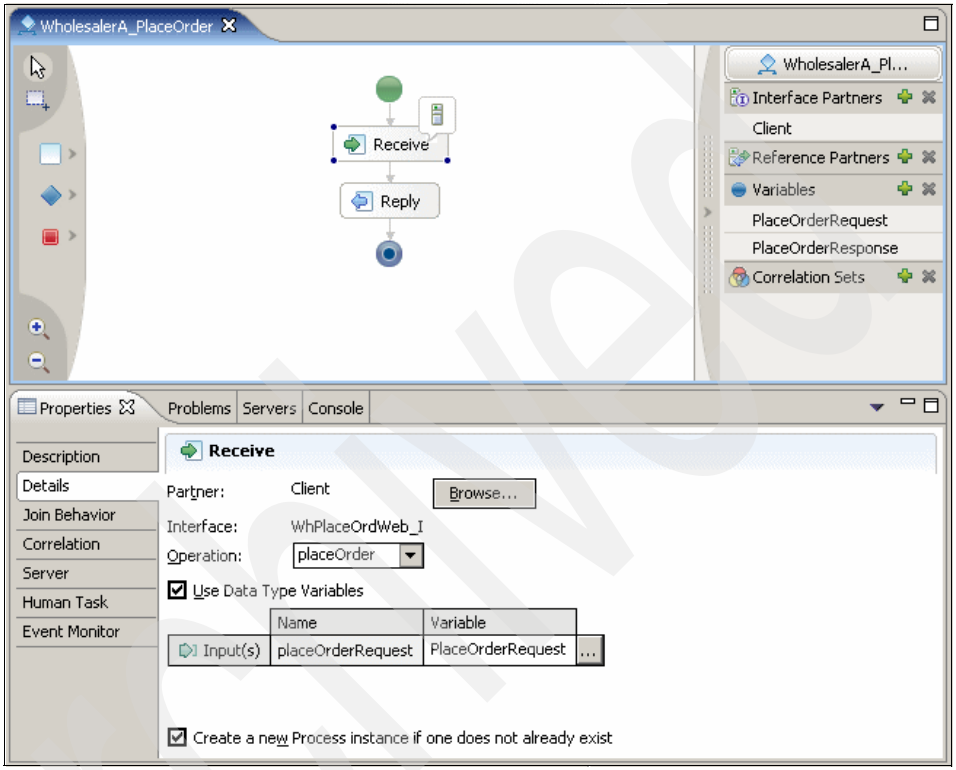

Figure A-34 Detail properties of the Receive activity
8. Verify that your results looks like the example in Figure A-34. Note that we assigned the process to the placeOrder operation and that the Receive activity receives the placeOrderRequest interface input.